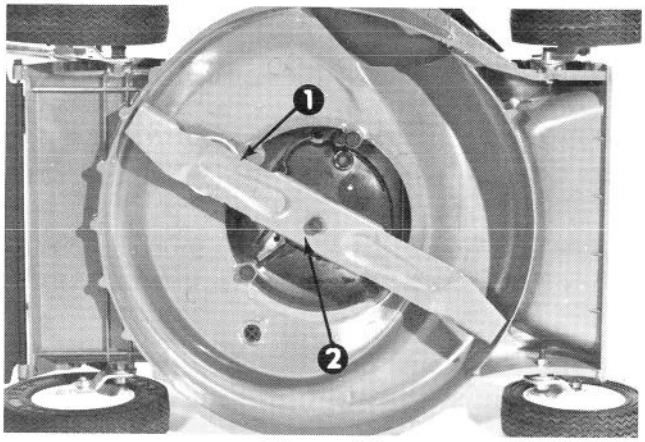

Figure 25
3. Tip mower on its left side. Grasp end of blade using a rag or thickly padded glove. Remove blade bolt, lockwasher, and blade (Fig. 25).